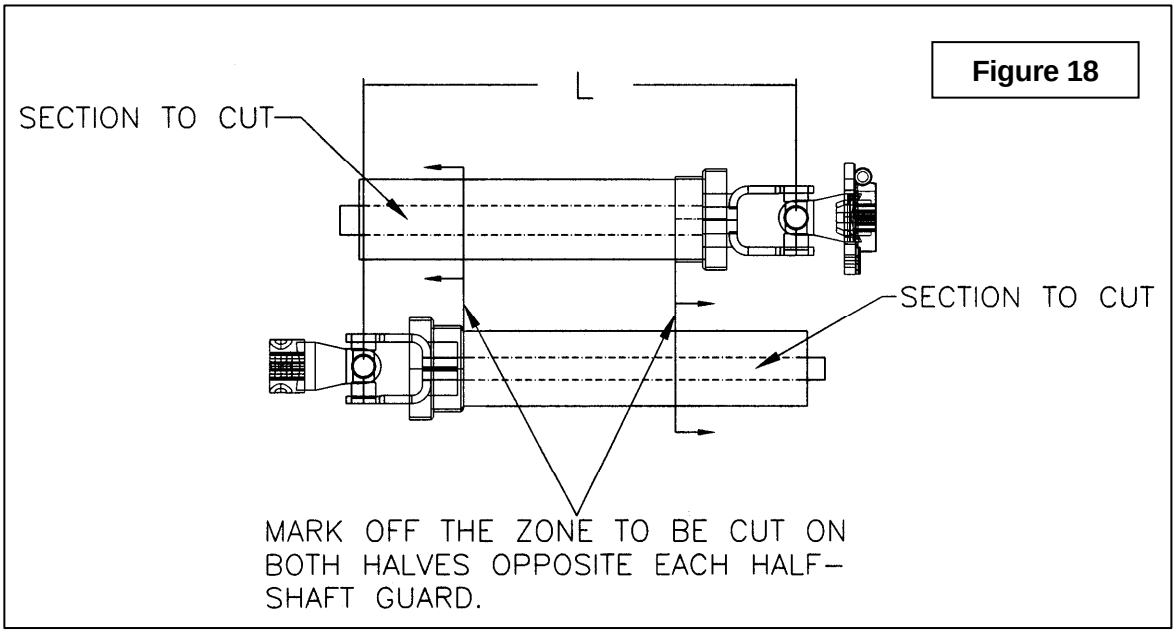

Figure 18
3. Hold the two half-shaft side by side and locate the **"L"** length between the two center-to-center half-shaft universal joints. Mark off the zone to be cut on both halves opposite each half-shaft guard as shown on figure 18